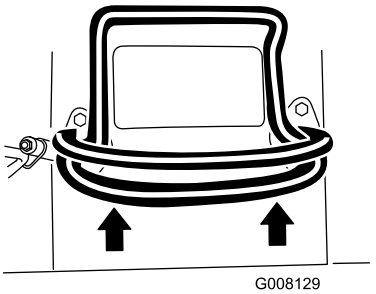

Figuur 7
- Om vooruit te rijden, beweegt u de tractiehendel naar voren (Figuur 7).